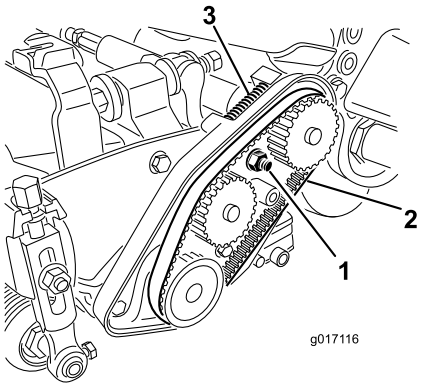

Figura 42
A. Afloje la tuerca de montaje del alojamiento del cojinete (Figura 42)
C. Limpie los residuos del interior del compartimento de la correa y de alrededor del muelle de compresión (Figura 42).